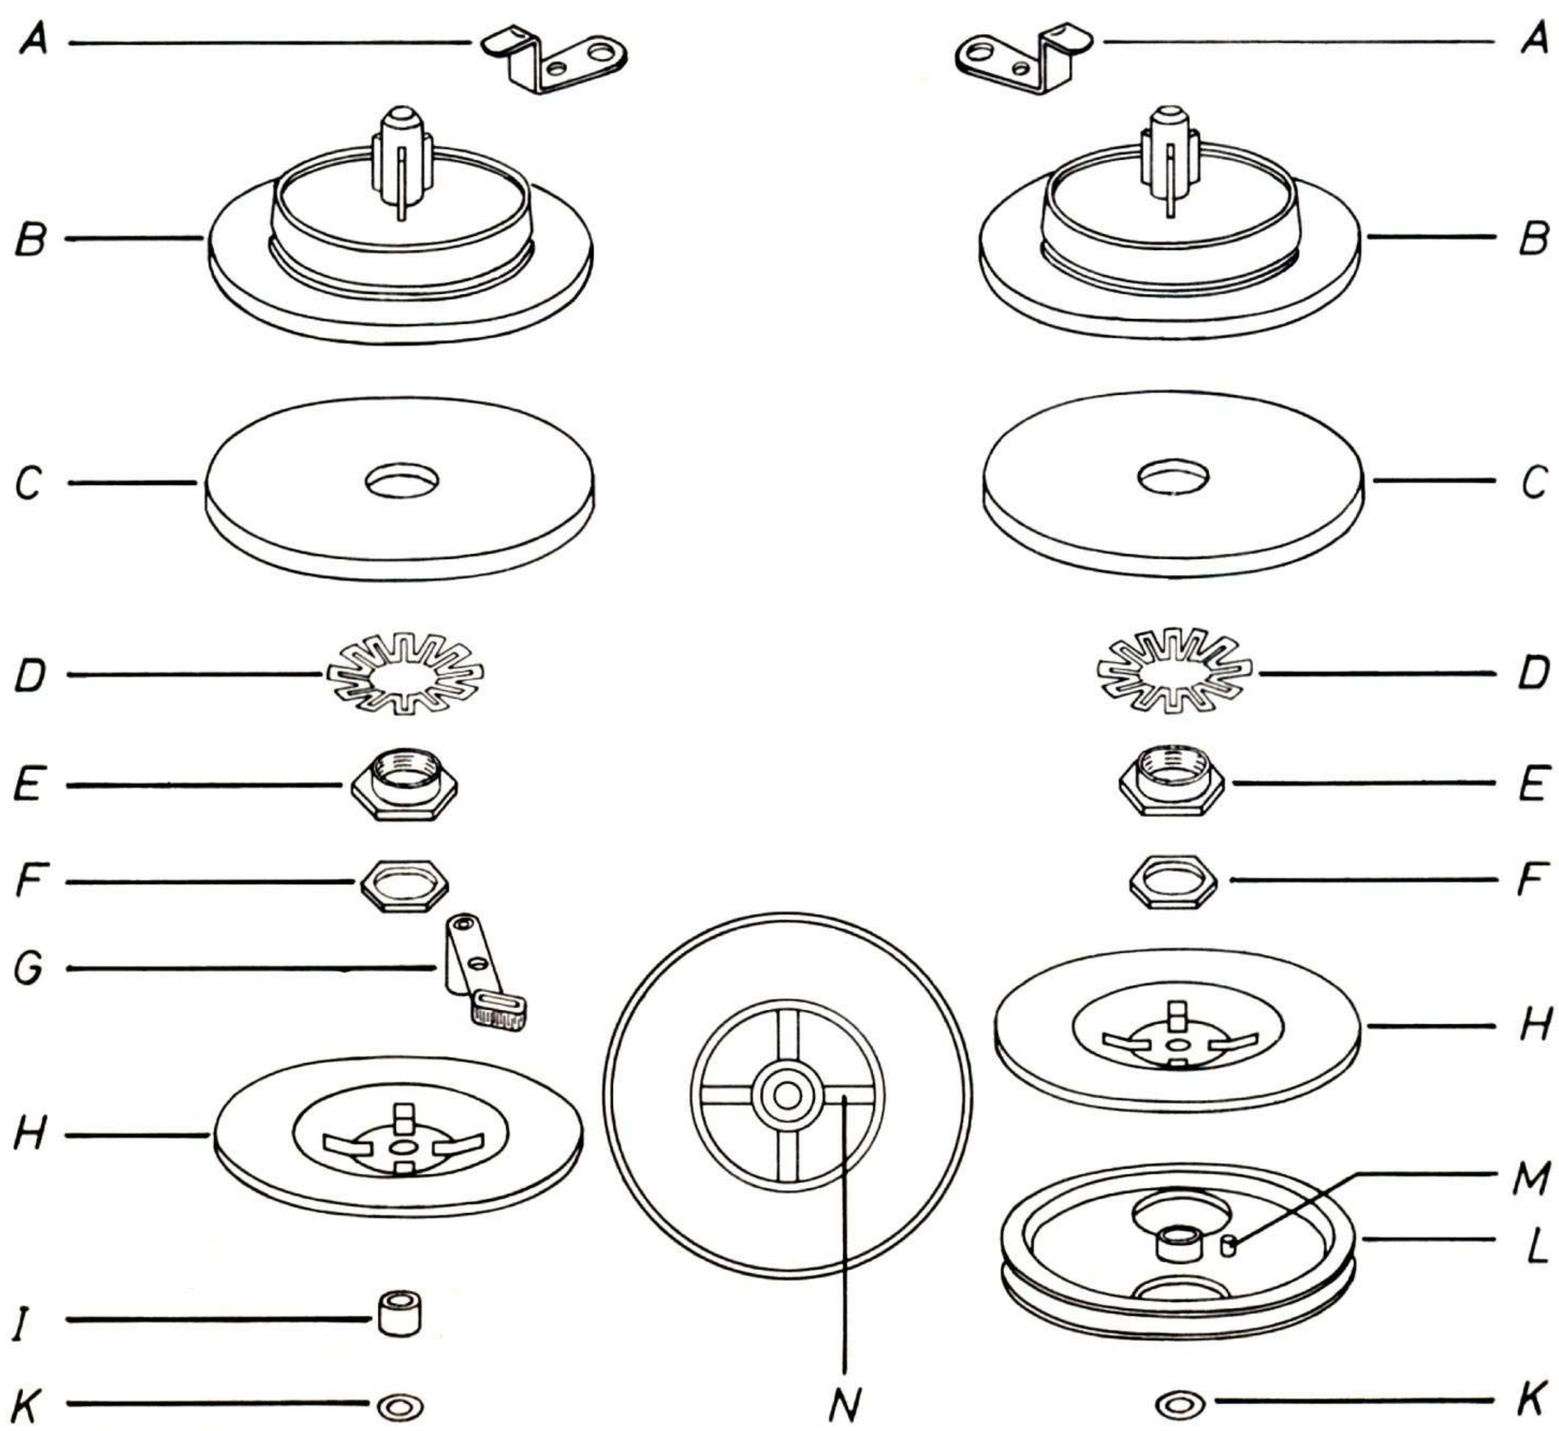

Fig. 5
b) Kupplung gemäß Abb. 5.
b) clutch according to fig. 5
b) Accouplement selon fig. 5
Erst dann darf durch Austauschen der Blattfeder D in der Kupplung gemäß Abb. 4 bzw. durch Drehen der Schrauben E und F in der Kupplung gemäß Abb. 5 nachjustiert werden.
Only after this check the clutches may be re-adjusted by changing the flat spring D according to Fig. 4 or by turning the screws E and F according to Fig. 5.
Après ce contrôle on peut effectuer un rajustement en échangeant la lame de ressort D dans les accouplements, voir fig. 4, ou en tournant les vis E et F dans l'accouplement, voir fig. 5.